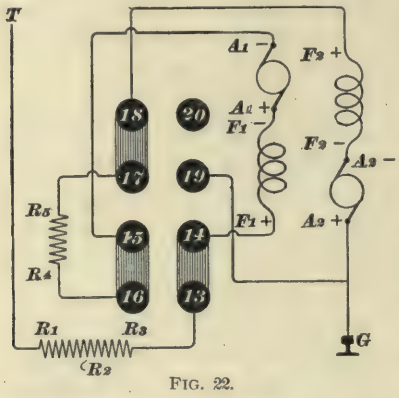

FIG. 22.
**25. The 28A Cut-Out.**—The 28A cut-out consists of two sets of posts, four posts for each motor, with holes in them to take a plug, shaped to fit the holes. To operate the cut-out, the plug is taken by the handle, pulled out part of the way, and given a one-quarter turn; upon releasing the plug, a spring pulls it back home into its new position. The lower plug is for the No. 1 motor, the motor next to the trolley wire, and the upper plug is for the No. 2 motor, the motor next to the ground. In Fig. 22, all devices have been left out of the controller connections, except the cut-out device, to make the path of the current easier to follow. The cut-out posts have also been marked *13*, *14*, *15*, *16*, *17*, *18*, *19*, and *20* for the same reason. In the actual controller, these plugs are not marked at all.
In Fig. 22, both motors are shown cut in, in which position the plugs make contact between the posts that are up and down. As, for instance, the lower plug connects posts *15* and *16* on one side and posts *13* and *14* on the other, the
top plug connects posts *17* and *18* on one side and *19* and *20* on the other. Post *20* might just as well not be there, as far as being of any electrical use is concerned, because it is not connected to anything. It is put there not only to avoid having two sorts of cut-out devices in the controller, calling for two sorts of plugs, but it also serves as an additional mechanical support for the top plug, thereby making a good electrical contact more certain. In the position shown in Fig. 22, the path of the current is $T$–$R_1$–$R_2$–$R_3$–*13*–*14*–$F_1+$–$F_1-$–$A_1+$–$A_1-$–*15*–*16*–$R_4$–$R_5$–*17*–*18*–$F_2+$–$F_2-$–$A_2-$–$A_2+$ to the ground at $G$.